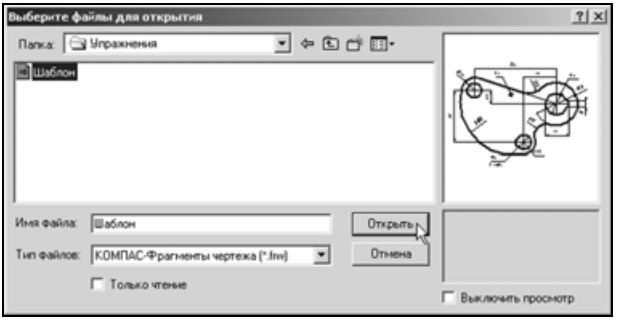

Рис. 6.86
- Откройте фрагмент Шаблон.frw из папки Упражнения. Для того, чтобы увидеть в списке файлов именно фрагмент, выберите тип документов **КОМПАС-Фрагменты чертежа (*.frw)** (рис. 6.86).